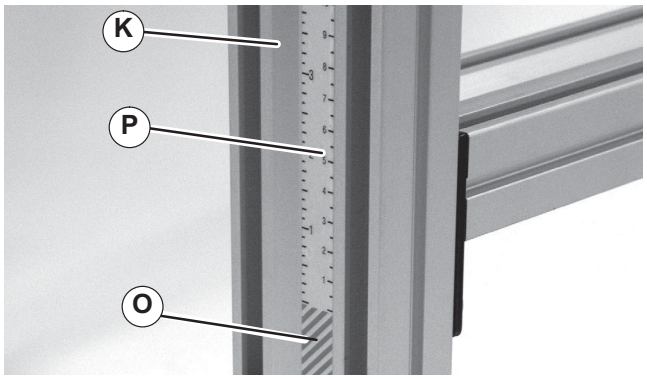
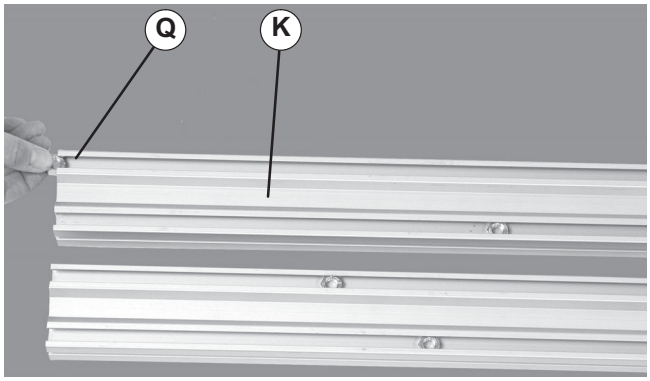
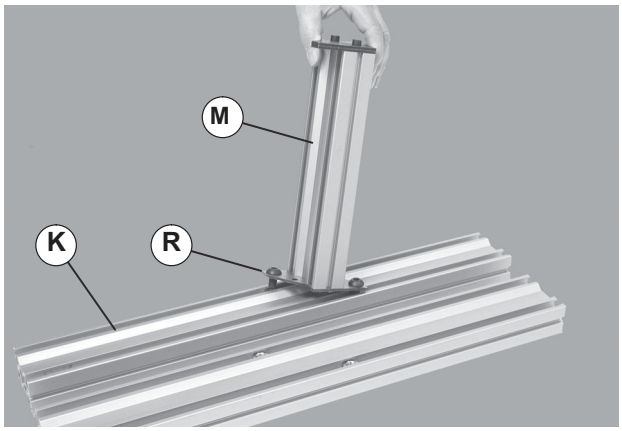

Figure 3
Figure 4
Figure 5
Stand legs (Figure 3, item K) are equipped with a height sticker (P). Assemble stand legs with the sticker on the outside and the red warning area (O) at the bottom of the legs.
2. On the side opposite height sticker (Figure 3, item P) install one (1) hex nut (Figure 4, item Q) into each inside stand leg (K) t–slot.
3. Attach crossmember (Figure 5, item M) to stand leg (K) with button screws (R). Do not tighten.
4. Repeat step 4 for opposite stand leg. Make sure to locate the red warning area (Figure 3, item P) on the same ends of stand legs (Figure 5, item K).